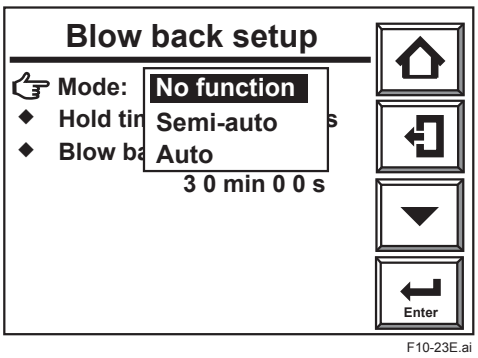

Figure 10.23 Mode Selection
2) On the [Maintenance] display, select [Blow back setup] and the Mode selection pulldown allows you to select between [No function], [Semi-auto] and [Auto] (see Figure 10.23).